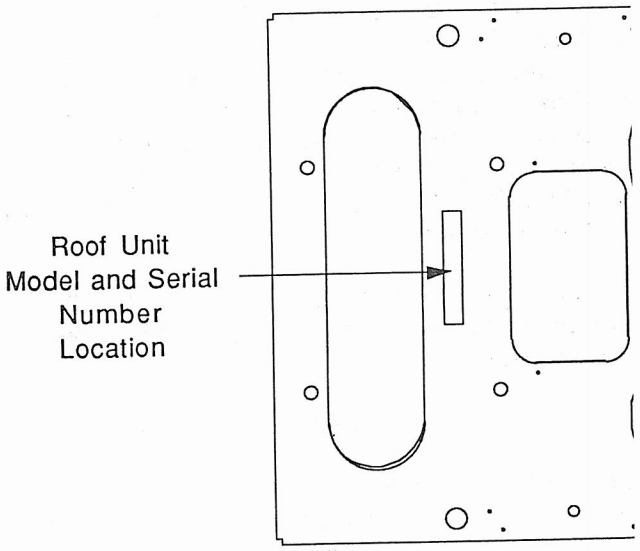

FIGURE 9
4. Inquiries to your R.V. Products Representative or Recreation Vehicle Products, Inc. on this unit must include the units **model and serial number.** The model number and serial number can be found on the I.D. Label located at the bottom of the roof unit, see Figure 9. Access to this label is accomplished by lowering the ceiling assembly. The rating plate can be read without requiring the removal of any parts, see Figure 9. **Use only the roof unit model and serial numbers when sending in the optional four year parts contract.**
5. Inquiries on the Ceiling Assembly should contain the ceiling assembly part, serial or code date number. This information can be found on the I.D. Label, see Figure 9.